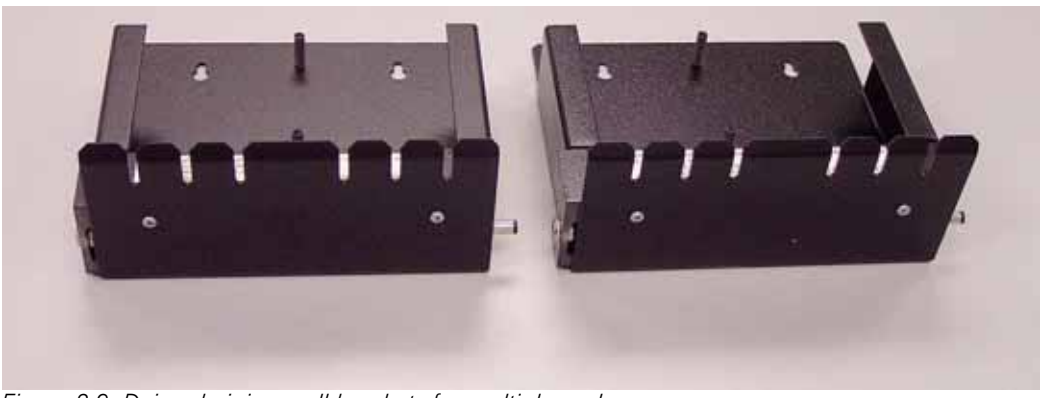

Figure 2-9. Daisy-chaining wall brackets for multiple pods
- If you are using multiple Pods, you can daisy-chain the wall brackets together (Figure 2-9). The connector on the bottom right of the first fits into a receptacle on the bottom left to the next bracket.